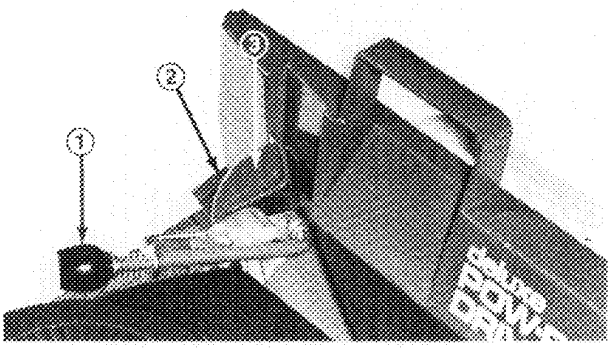

Figure 17
3. Slide guide hole in bag door onto locating stud on mower housing (Fig. 17); then rest rear of bag frame onto handle.